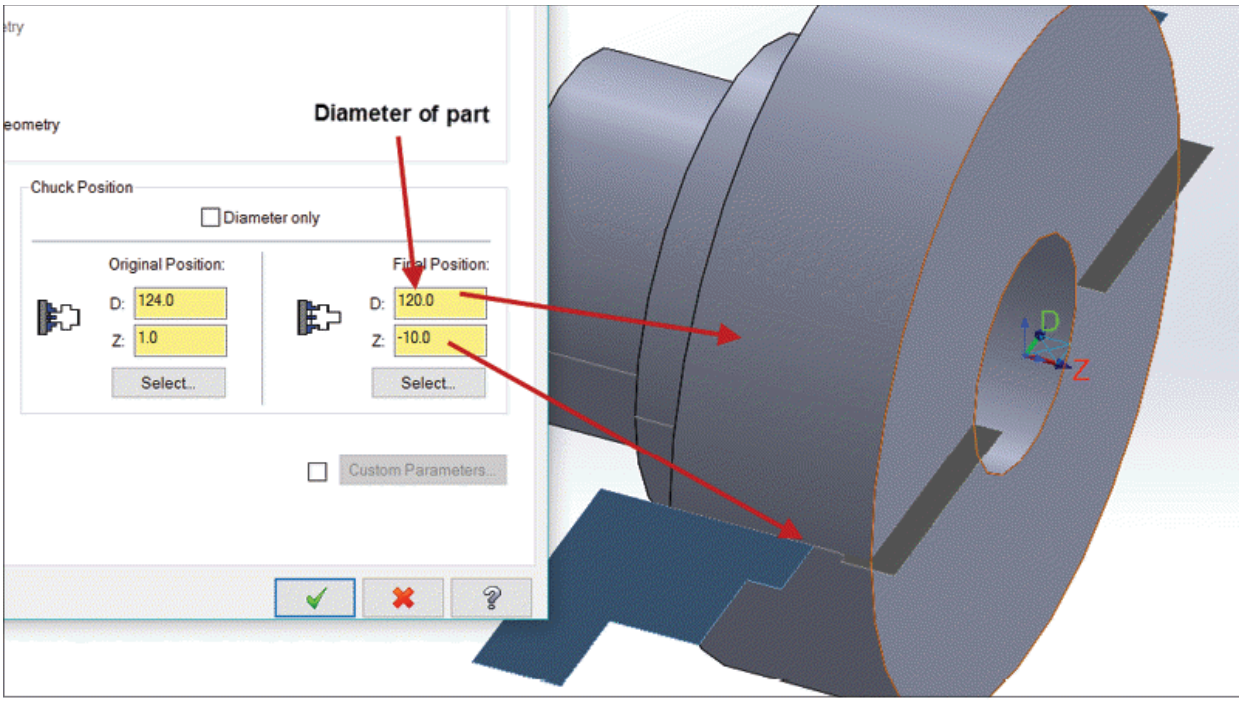

Figure-18. Model after stock flip
- In the **Final Position** edit boxes, specify the diameter value and **Z** position where chuck should hold the part. Note that when part will be flipped, the back face of the model will be at new Z=0 position. So, you may need to specify a negative **Z** value to hold the part; refer to Figure-18.